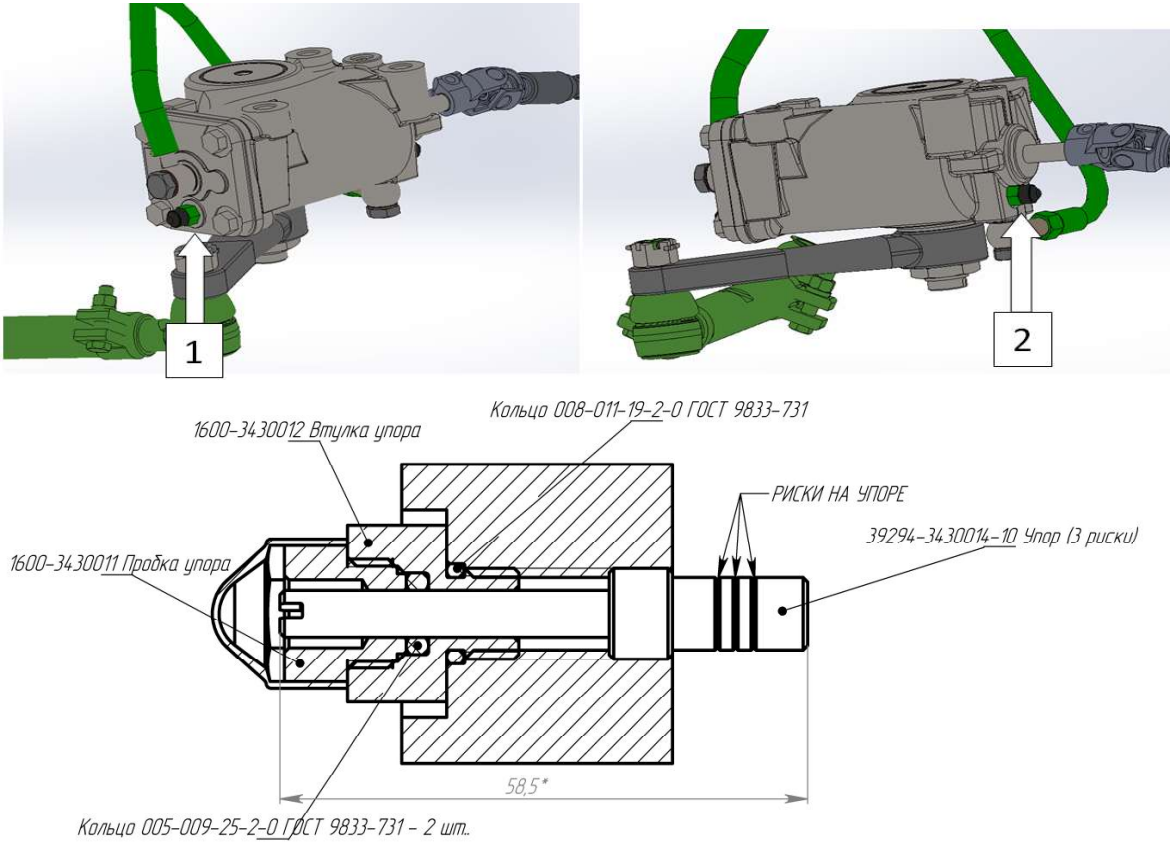

Рисунок 6.22
13. Снять защитные колпачки ограничительных винтов 1 и 2 (Колпачок №13 на болт М8 черный) с рулевого механизма (рисунок 6.22).
а) Ослабить «Пробки упоров 1600-3430011», придерживая «Втулку упора 1600-3430012». Вывернуть против часовой стрелки упоры 39294-3430014-10 (рисунок 6.22) ограничительных винтов 1 и 2.